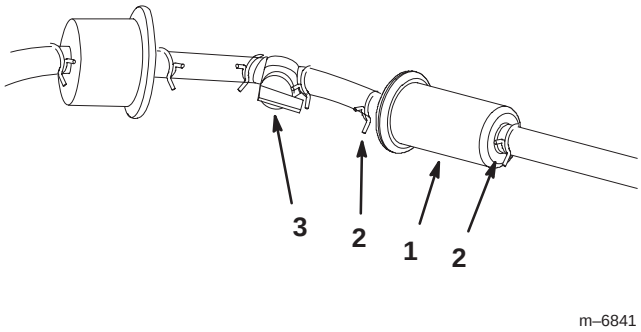

Figure 46
4. Close the fuel shut–off valve (Fig. 46).
5. Squeeze the ends of the hose clamps together and slide them away from the filter (Fig. 46).
7. Install a new filter and move the hose clamps close to the filter (Fig. 46).
9. Open fuel shut-off valve (Fig. 46).